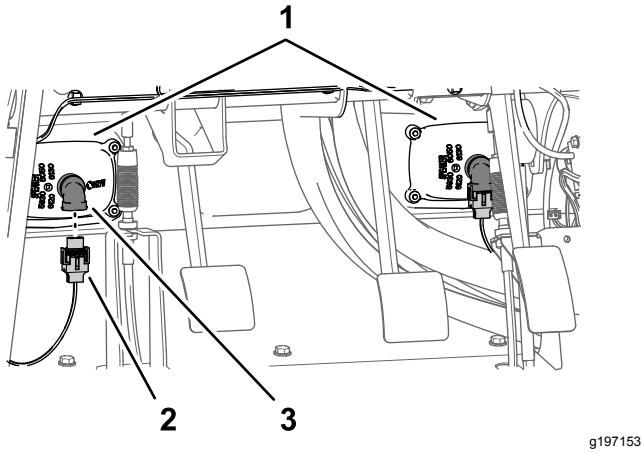

Figur 215
3. Koble de to elektriske kontaktene (med to sokler) på maskinens ledningssats til kontaktene med to pinner på venstre og høyre frontlys (Figur 215).
1. Innrett det indre skjermdekslet til venstre, øvre og venstre, nedre rammerør (Figur 215).